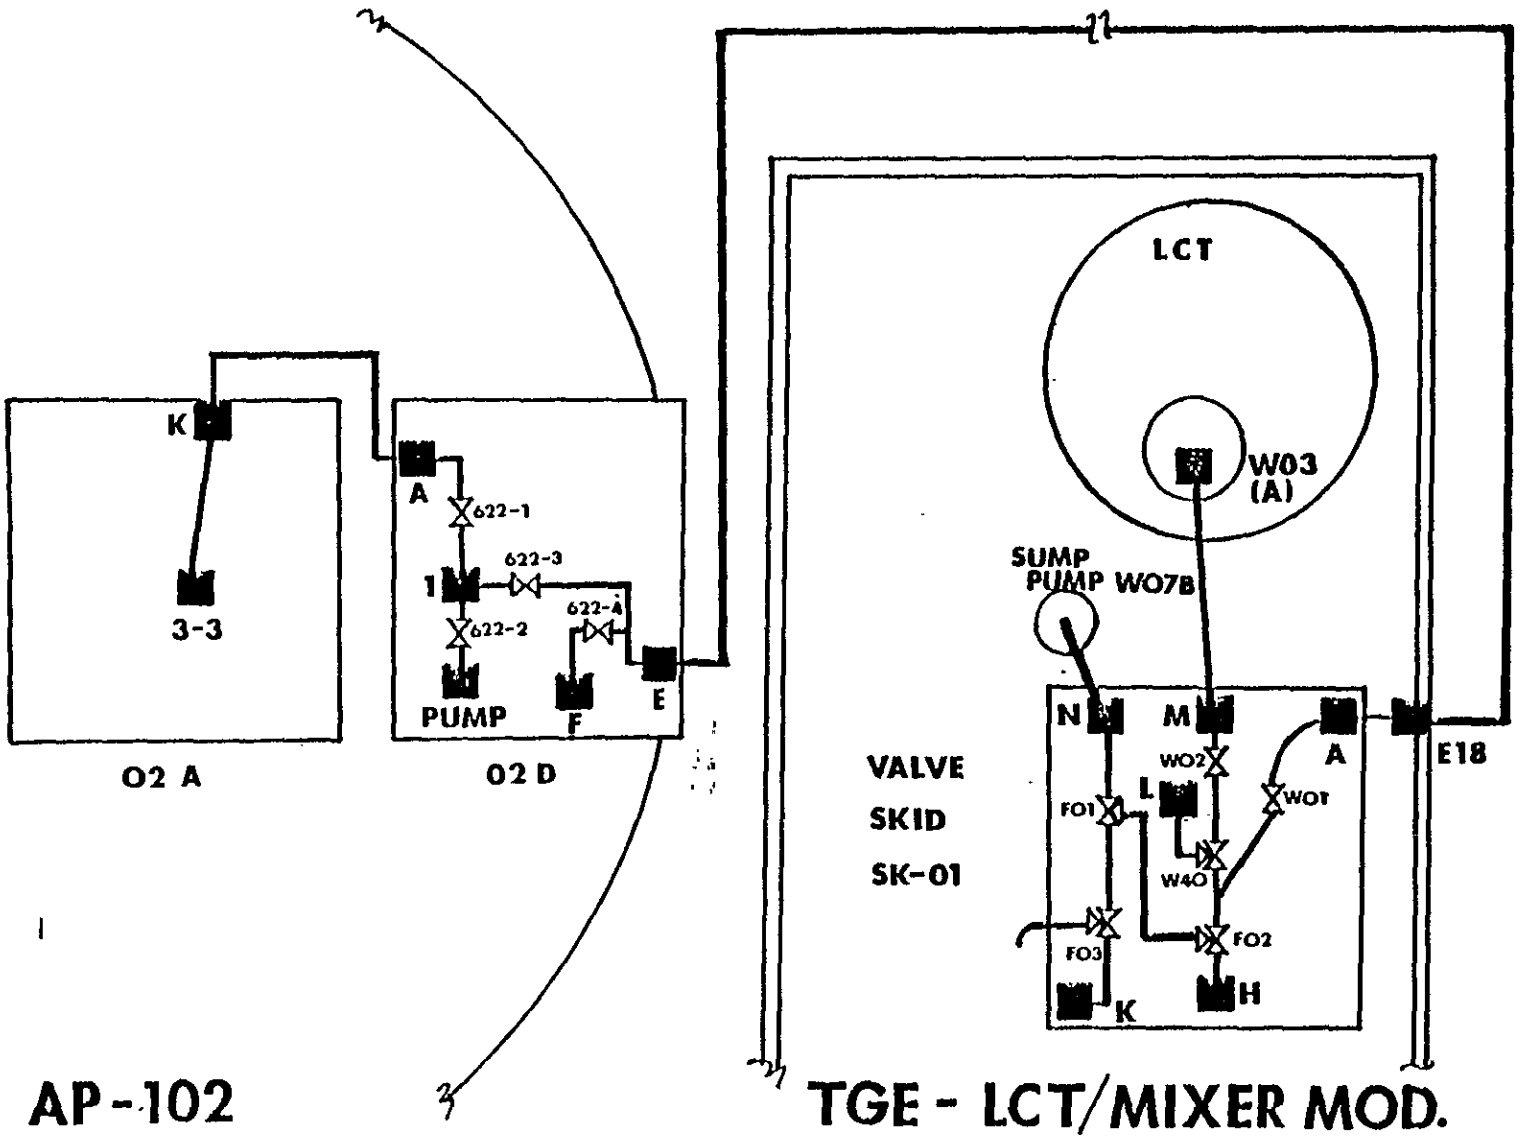

FIGURE 1 - TRANSFER LCT TO AP-102 TRANSFER SCHEMATIC
1. Verify flushes have occurred through normal transfer steps in Task A or C, that all appropriate data was recorded on the TRANSFER LOG, and that jumpers are still in place per TRANSFER LCT TO AP-102 TRANSFER SCHEMATIC, Figure 1.